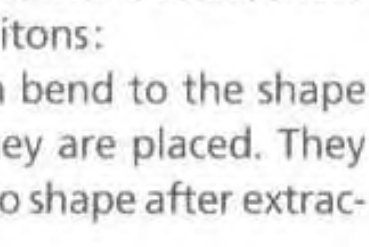

Fig. 90 – Flat piton.
- Flat or vertical pitons, whose eyehole is on the same plane with the blade (Fig.90). These are used for very narrow cracks (less than 10 mm). Waved or double-bent pitons are a special type used only for larger fissures;